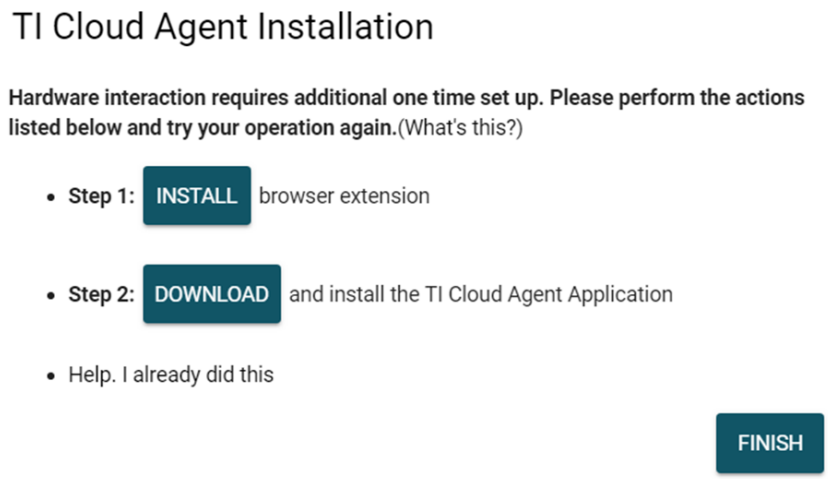

Figure 3. TI Cloud Agent Installation
- In case the GUI Composer framework is being installed for the first time on the PC, the browser extension and the *TI Cloud Agent* need to be installed. Follow the 2-step installation flow prompted on the web page as shown in Figure 3